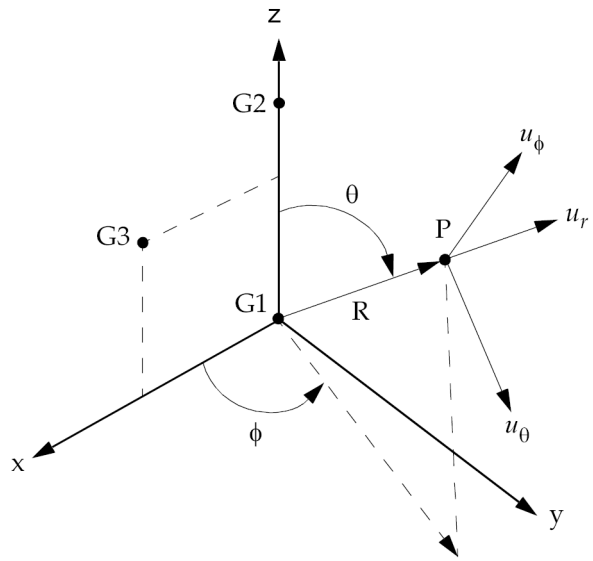

Figure 12-4. CORD1S Definition
4. The location of a grid point (P in Figure 12-4) in this coordinate system is given by (R, θ, φ) where θ and φ are measured in degrees.